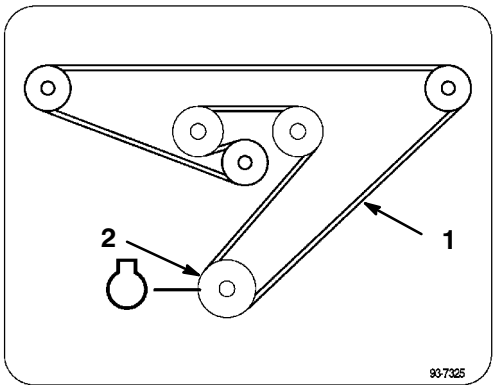

Figure 6
8. Tirer sur le galet tendeur pour détendre la courroie, et mettre la courroie de transmission en place dans la gorge supérieure de la poulie motrice (Fig. 6).